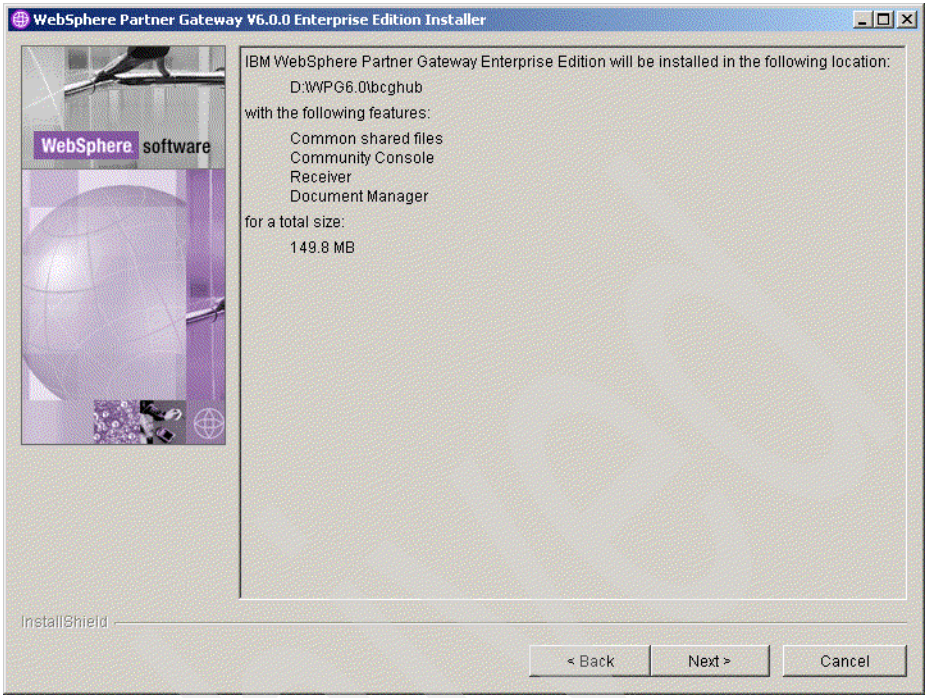

Figure 5-42 Start the install
18. Finally, you see a summary window (Figure 5-42 on page 102). Click **Next** to start the actual installation.